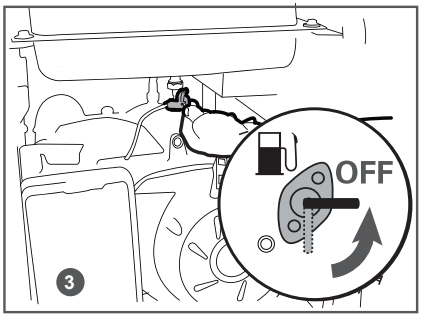

Рис. 17 Закрытие топливного крана
3. Закройте топливный кран (Рис. 17).